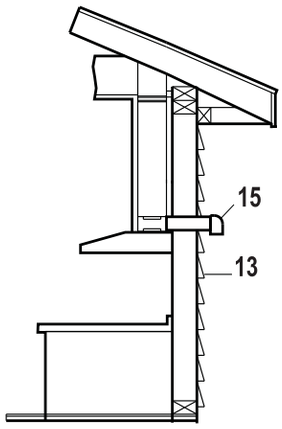
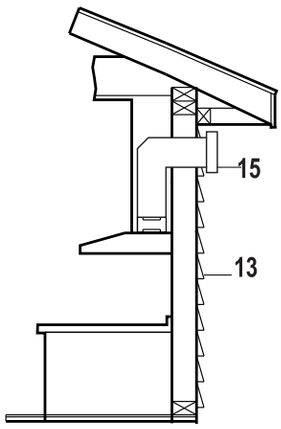
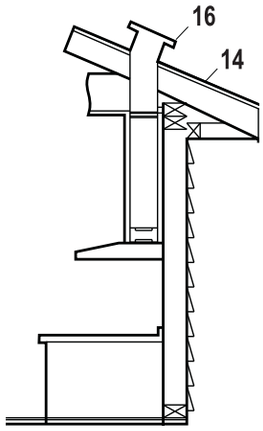

Fig.5
Fig.6
Fig.7
- Votre système de ventilation doit déboucher à l'extérieur soit horizontalement à travers le mur arrière (13), soit verticalement à travers le toit (14) (voir Fig. 5/Fig. 6/Fig. 7).